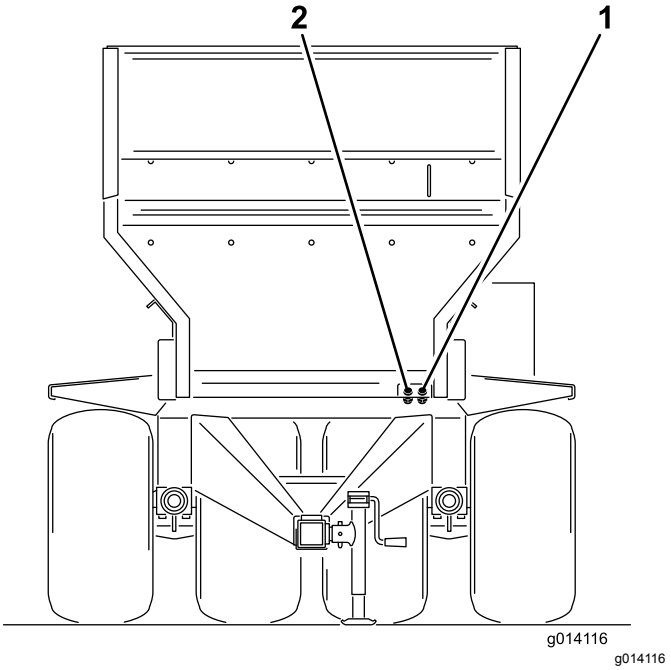

Figur 20
6. Tilkobl maskinens to hydraulikslanger til bugseringskøretøjet. Stå mod maskinens forende, og tilkobl den højre slange til tryksiden og den venstre slange til retursiden (Figur 20). Returslangen har en indbygget envejskontraventil. Pilen på kontraventilen skal vende mod bugseringskøretøjets returkobling.